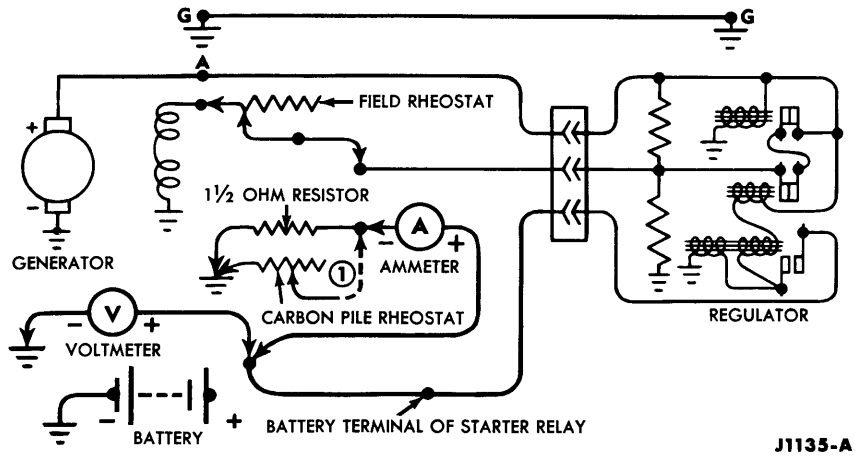

FIG. 14—Regulator Test Schematic
The 4 tests presented here are outlined for on-the-car operation and should be conducted in the sequence indicated. Be sure that the regulator is at "normal" operating temperature (equivalent to the temperature after 30 minutes of operation on the vehicle with 10 ampere load). Connect the test equipment as shown in Figs. 14 and 15.
Connect the carbon pile rheostat across the 1½-ohm resistor, (connection marked ① Figs. 14 and 15). With the engine speed at 1500 rpm, slowly decrease the resistance of the rheostat until the voltmeter reading drops to 13 volts. The ammeter will indicate the setting of the current limiter.